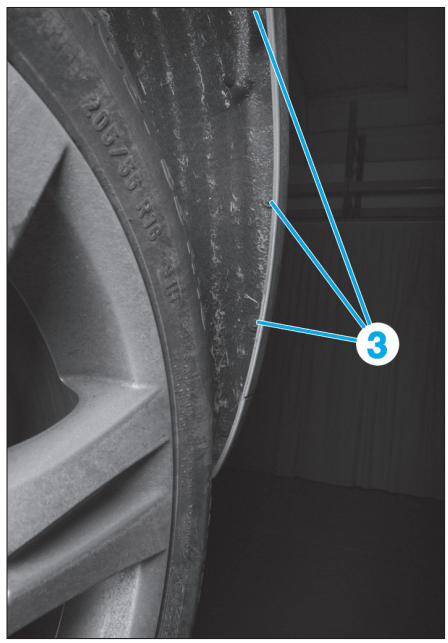

Fig. 169
• De chaque côté, déposer les vis (3) **(Fig.169)**.